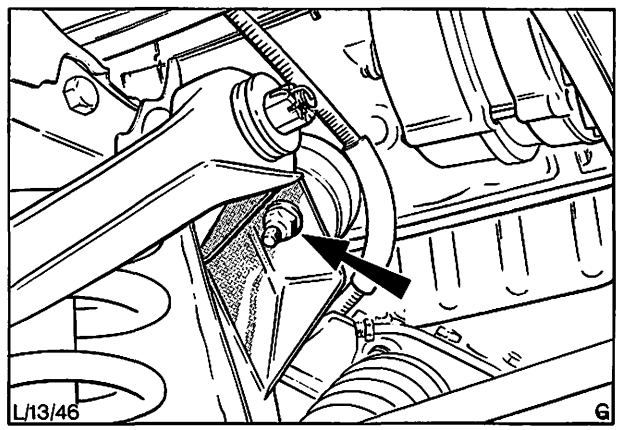

Abb. 20 Befestigungsmutter der Motoraufhängung (Fahrzeug mit Rechtslenkung abgebildet)
7. Befestigungsmutter der Motoraufhängung (Beifahrerseite) abschrauben und den Motor ca. 75 mm anheben, Abb. 20.